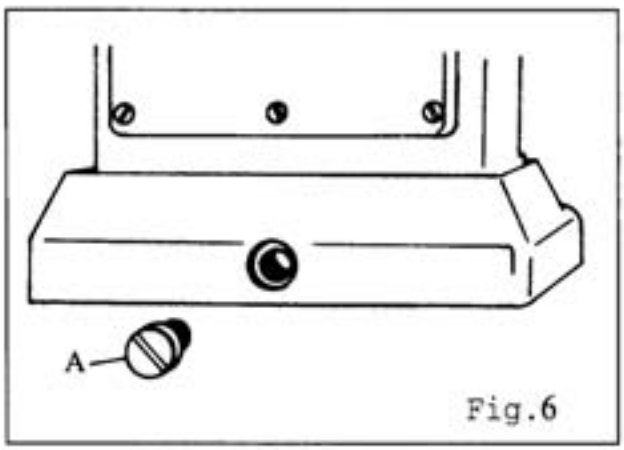

Fig.6
1. 将放油螺丝(A)松开,使油槽内的旧油完全排出后,再将放油螺丝锁紧(图6)再依C-2的步骤注入新油。
1. Remove screw (A) and drain all the oil from the tank. After draining, tighten screw (A) without fail. Please refer to C-2 for replenishing oil. (Fig 6)